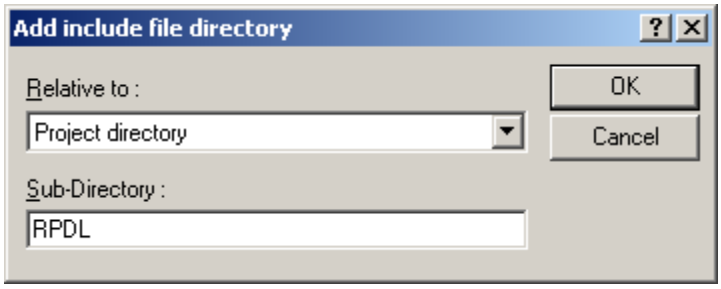

Figure 2-5 : Include the RPDL folder
Step 2.20 In the window that comes up change the “Relative to” drop down to “Project directory” and for the “Sub-Directory” entry use “RPDL”. Your window should look like Figure 2-5. Click “OK”.